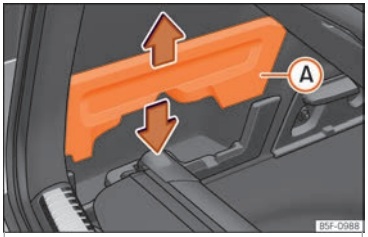

Fig. 177 In the boot: space to store the retractable shelf.
- Remove covers ››› Fig. 177 Ⓐ left and right.